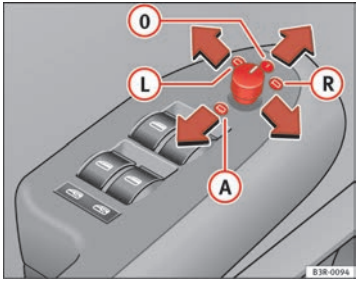

Fig. 104 Detailed view of the armrest: Adjuster knob
– Turn the adjuster knob to position ⇒ fig. 104 (L) (left exterior mirror) or position (R) (right exterior mirror).
When reverse gear is engaged, the mirror surface tilts slightly downwards, provided the mirror control is switched to the exterior mirror on the passenger side (knob in position R ⇒ page 132, fig. 104). This provides a better view of the kerb when parking.